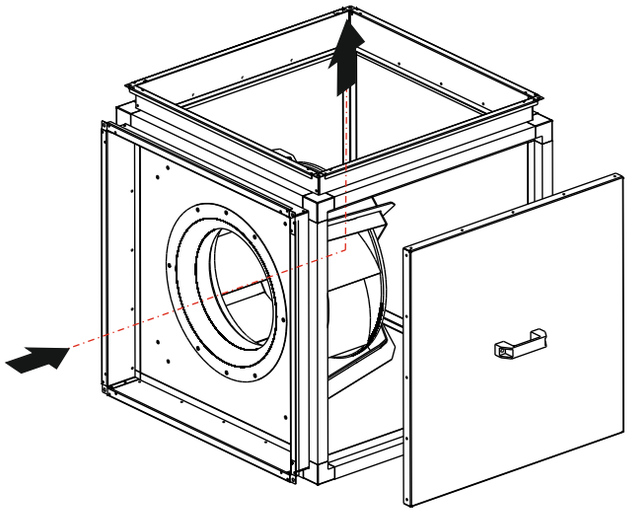

Рис. 3 - Исполнение 3
-выхлоп вверх (исполнение 3 - рис. 3);